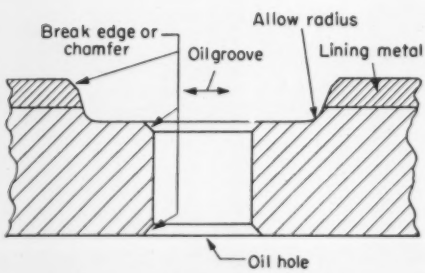

Fig. 3—Cross-section of a bearing demonstrating good design of grooves and oil holes.
For a plain oil groove fed by an oil hole, Fig. 3, the basic design requirements are: (1) keep the groove shallow, (2) break or chamfer all edges, and, (3) allow a radius in the corner of the groove.